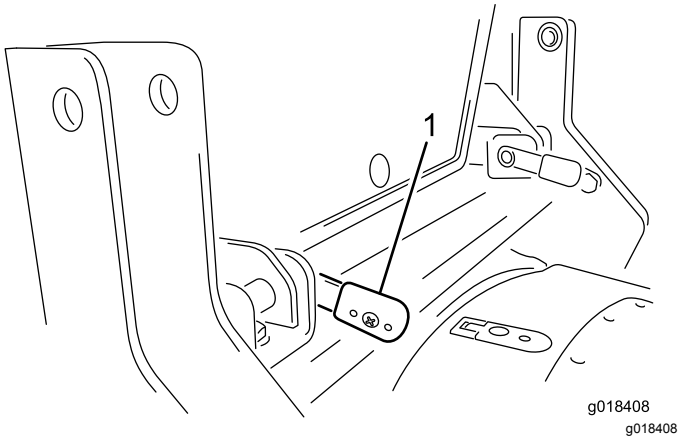

Figure 23
4. When the levers are fully inserted, rotate them backward to lock them in position (Figure 23).